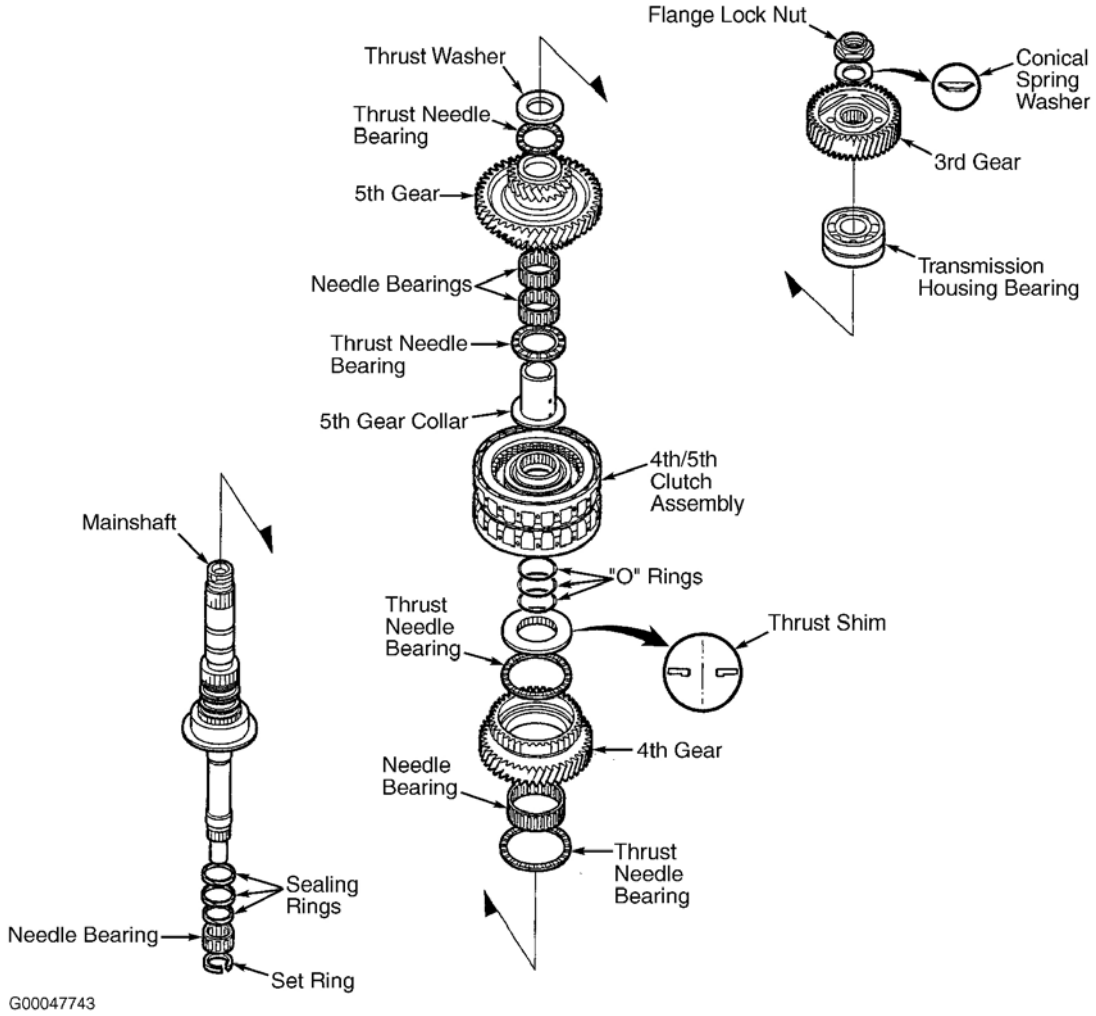

Fig. 32: Exploded View Of Mainshaft
Note location of mainshaft components. See **Fig. 32** . Remove mainshaft components.
7. Install the conical spring washer in the direction shown. See **Fig. 32** .
2. Assemble the 41 x 73 mm thrust shim, 4th/5th clutch assembly, and 5th gear collar on the mainshaft. See **Fig. 32** .
2. Install the conical spring washer in the direction shown. See **Fig. 32** .